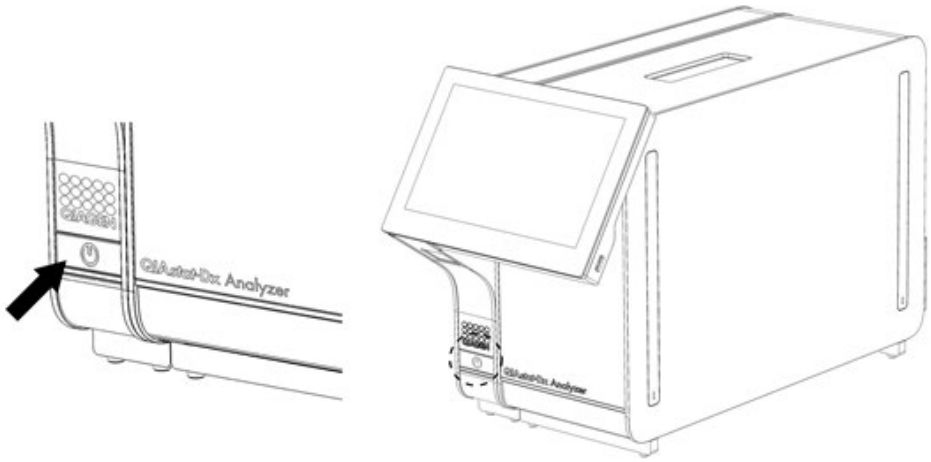

Figur 22 Trykke på ON/OFF-knappen (på/av) for å starte instrumentet.
1. Trykk på ON/OFF-knappen (Av/på) på forsiden av QIAstat-Dx Analyzer 2.0 for å starte enheten (figur 22).